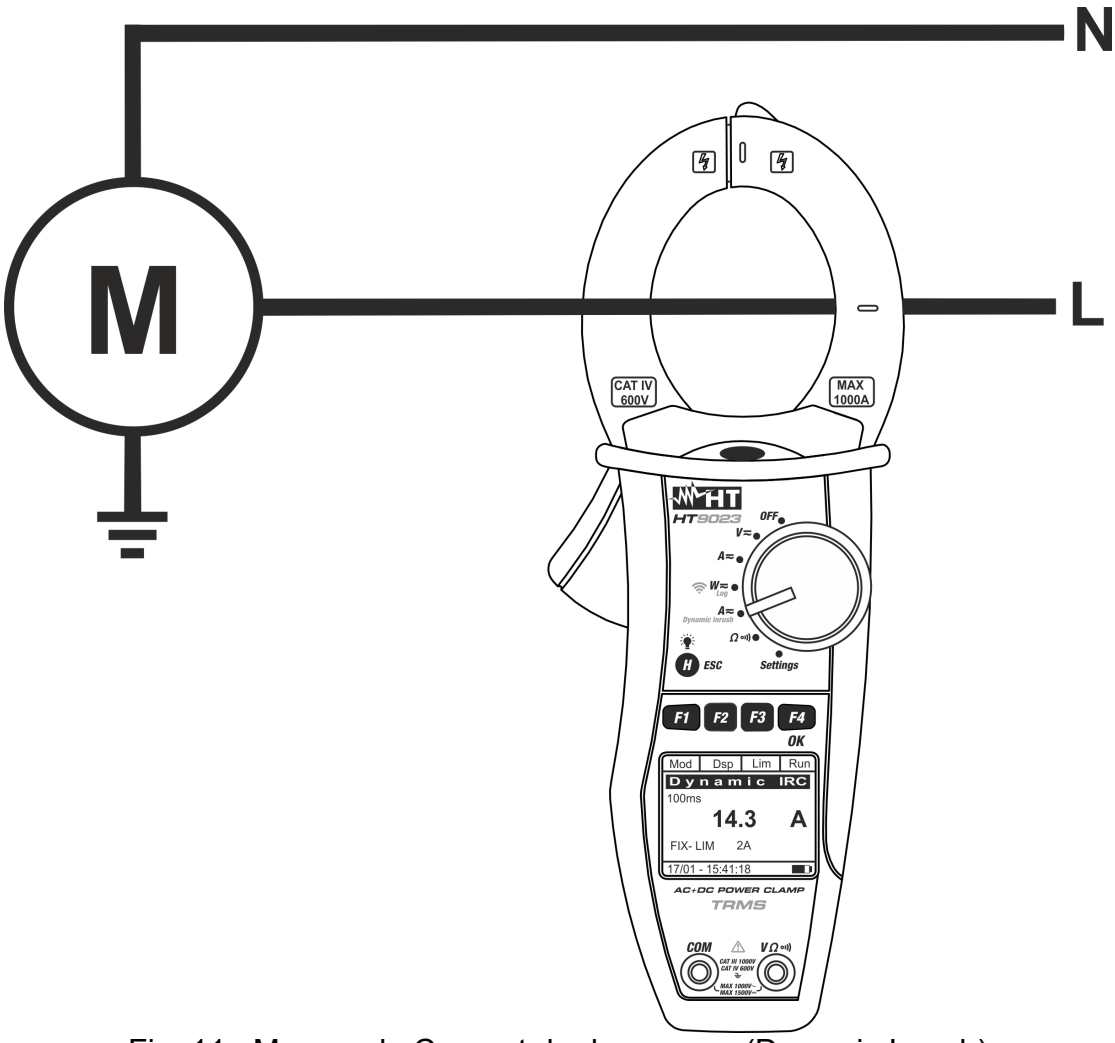

Fig. 11 : Mesure de Courant de demarrage (Dynamic Inrush)
7. Insérer le câble au centre des pinces afin d'obtenir des mesures précises (voir Fig. 11). Utilisez les marques en guise de référence (voir Fig. 2)